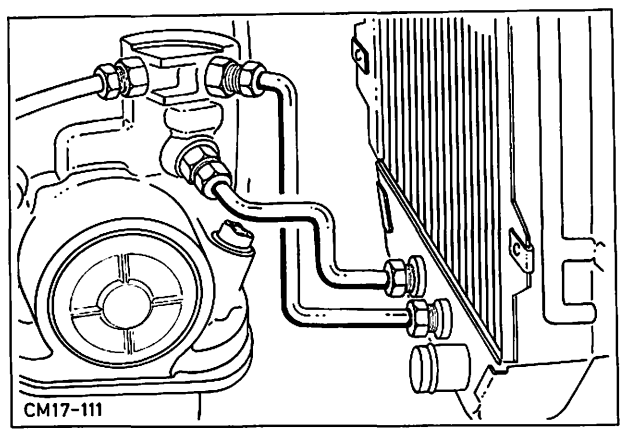

Abb. 17 Ölleitungen, Getriebeöl – Kühler
4. Ölleitungen – Ölkühler am Getriebegehäuse abschließen. Abb. 17.